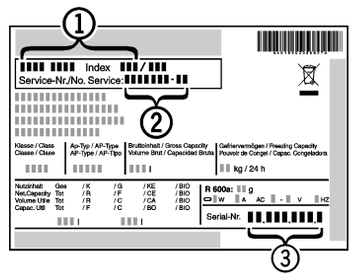

*Fig. 15*
▶ Relever la désignation de l'appareil *Fig. 15 (1)*, le n° de service *Fig. 15 (2)* et le n° de série *Fig. 15 (3)* sur la plaquette signalétique. Cette plaquette se trouve sur la paroi intérieure gauche de l'appareil.
▶ Informer le S.A.V. et lui communiquer la panne, la désignation de l'appareil *Fig. 15 (1)*, le n° de service *Fig. 15 (2)* et le n° de série *Fig. 15 (3)*.